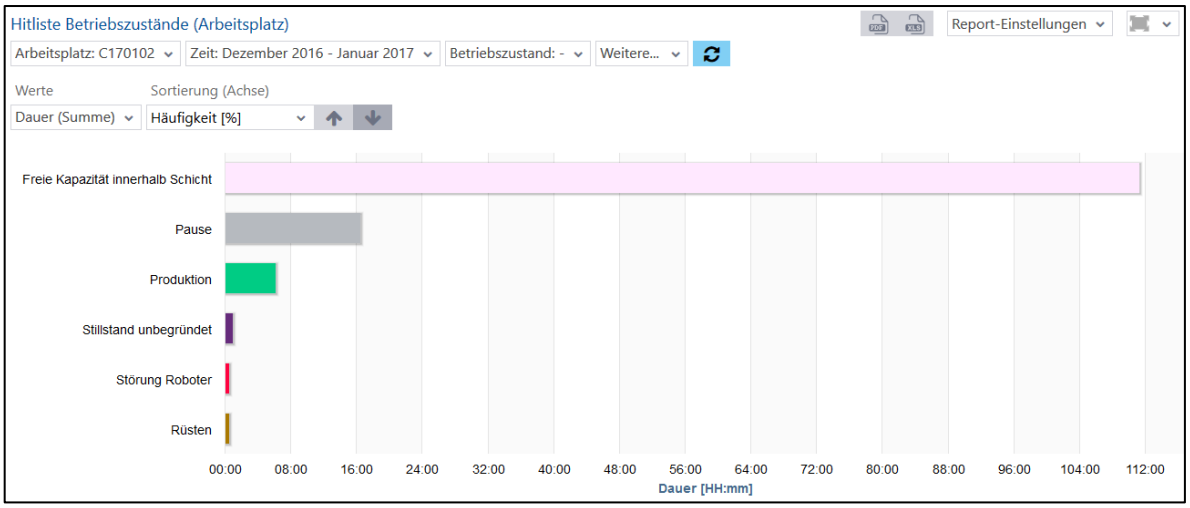

**Bild 63: Hitliste Betriebszustände (Arbeitsplatz) als Balkendiagramm**
- Hitliste Betriebszustände (Arbeitsplatz) als Balkendiagramm (Bild 63):